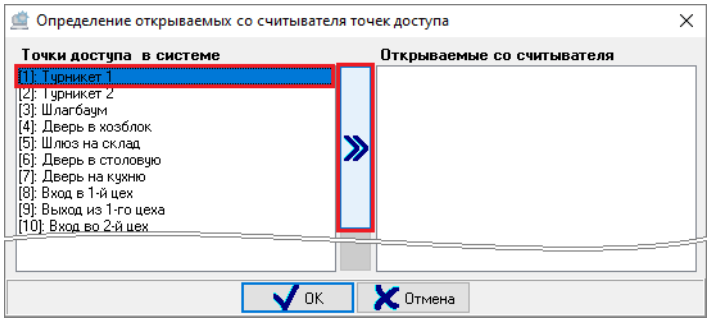

Рисунок 6-434 Привязка точки доступа к считывателю
– выделите точку доступа в поле «Точки доступа в системе» и нажмите кнопку переноса (см. Рисунок 6-434);